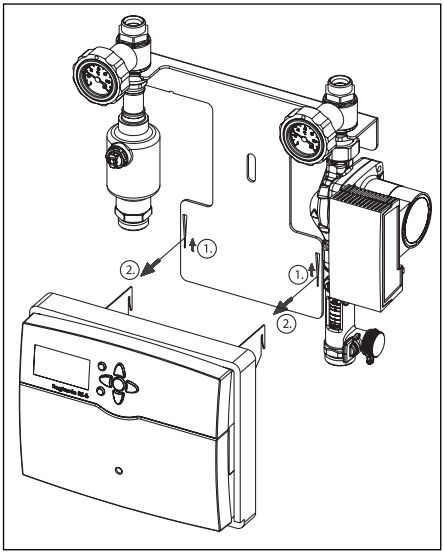

Abb. 16 Demontage Regler
– Den Regler, wie in Abbildung 16, von der Solargruppe trennen